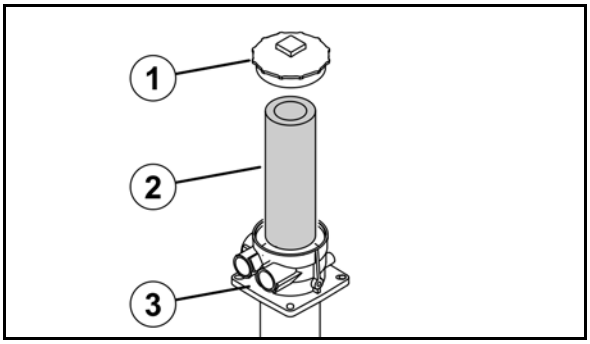

Rys. 161
1. Zdjąć pokrywę (Rys. 161/1) z obudowy (Rys. 161/3).
2. Wymienić filtr powrotny (Rys. 161/2).